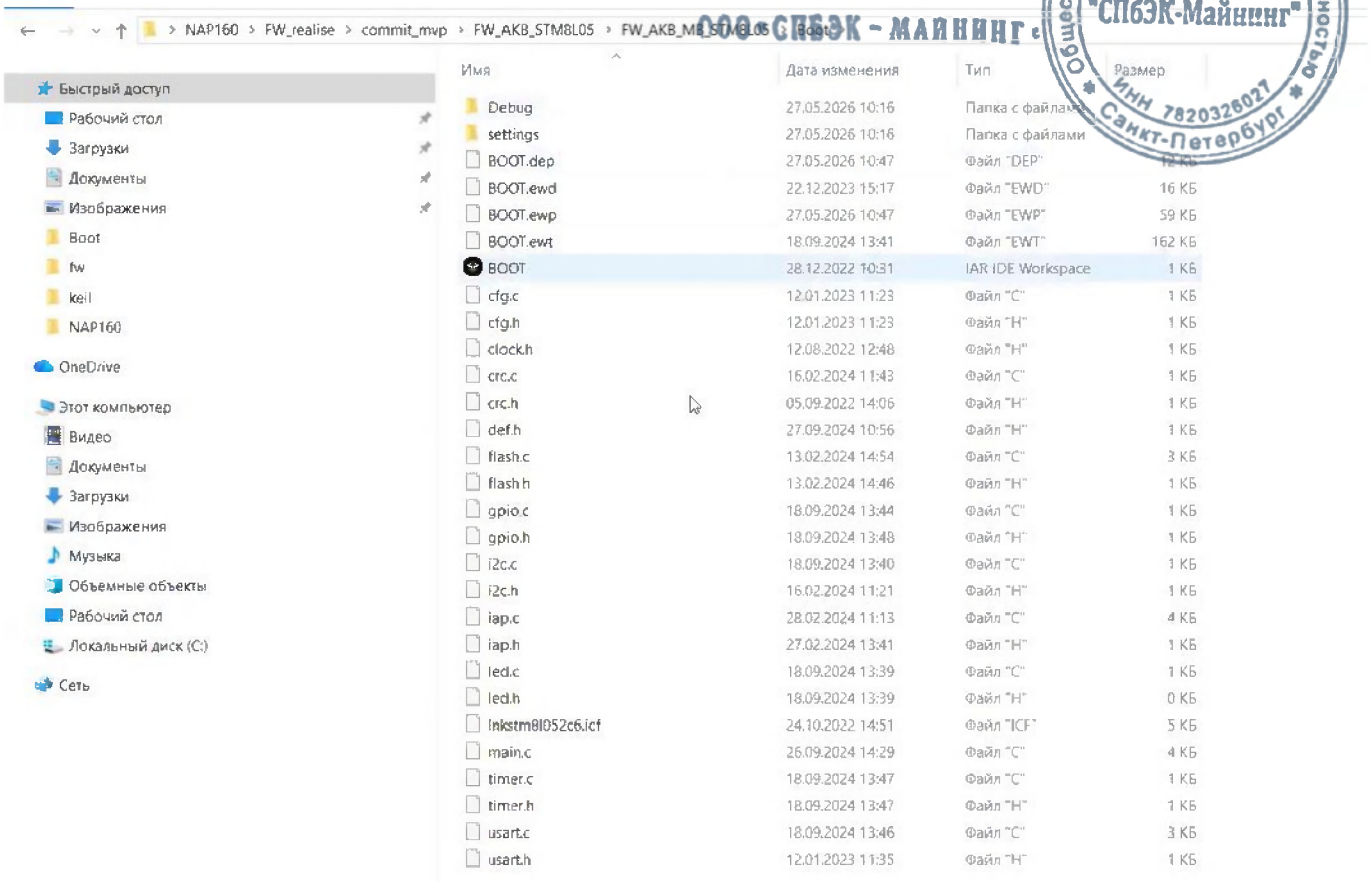

Рисунок 23
4.5.1 Отрыть проект загрузочной части, обычно: C:\Рабочий стол\NAP160\FW_realise\commit_mvp\FW_AKB_STM8L05\FW_AKB_MB_STM8L05\Boot\BOOT (Рисунок 23).